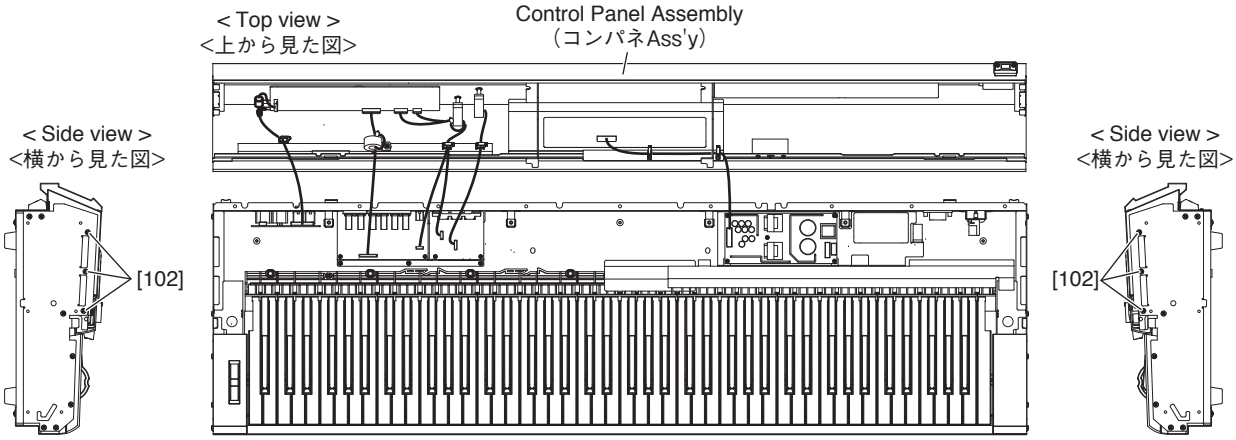

Fig.3（図 3）
2-3 Remove the six (6) screws marked [102]. The control panel assembly can then be removed. (Fig.3)
2-3 [102] のネジ 6 本を外し、コンパネ Ass'y を外します。（図 3）